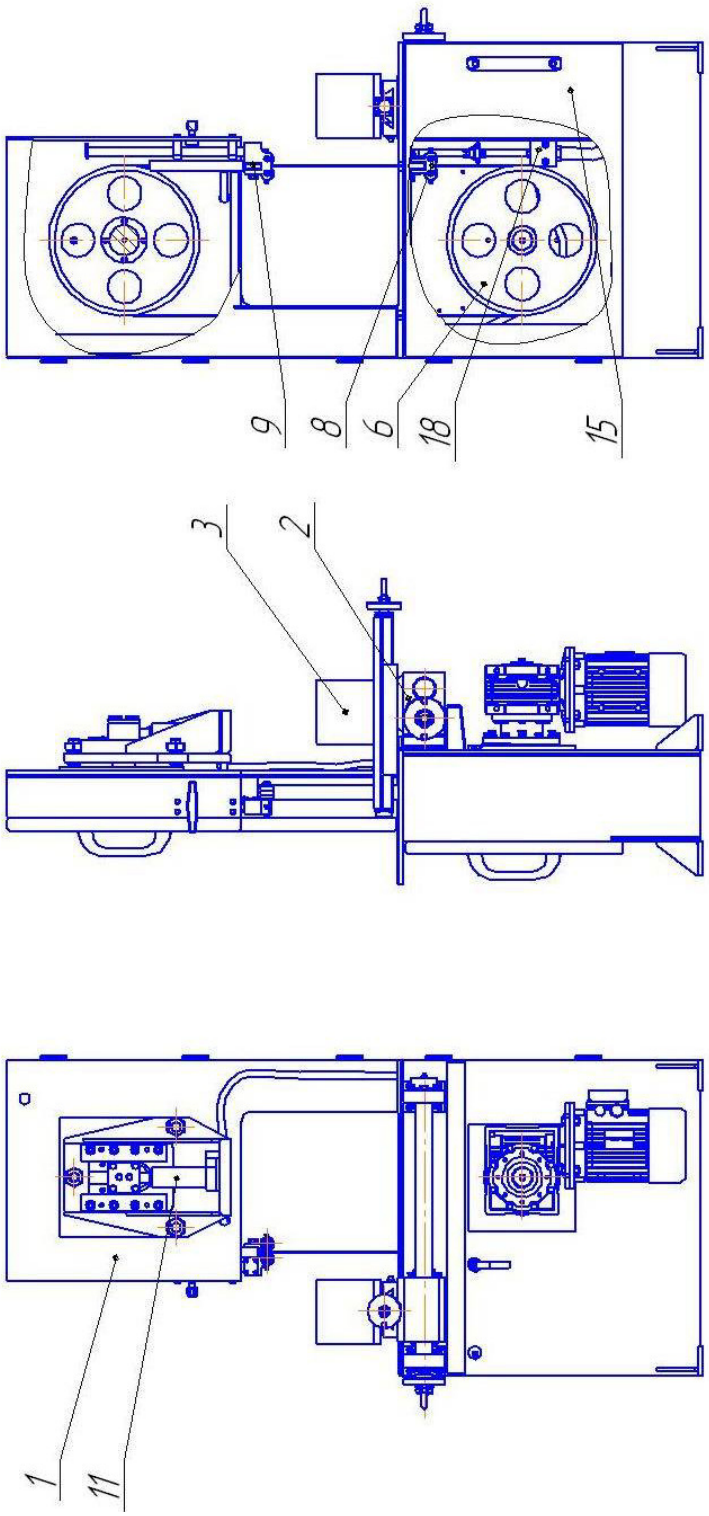

Рис. 1 Расположение составных частей и органов управления
3.1.Общий вид станка с обозначением составных частей показан на рис.1.